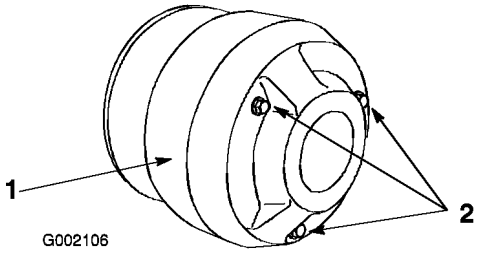

Figur 46
3. Fjern de 3 bolte, der holder dækslet fast til koblingen, og fjern dækslet (Figur 46).